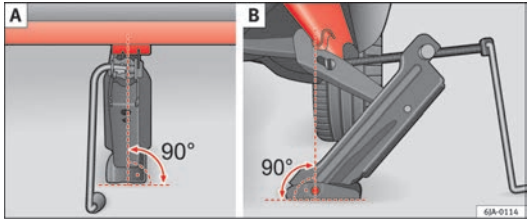

Fig. 140 Fitting the jack
– Adjust the jack so that its claw surrounds the jacking point on the door sill ⇒ Fig. 140 - B underneath the stamp on the door sill.
– Make sure that the base of the jack is entirely supported on a flat surface and that it is vertical ⇒ Fig. 140 to the point where the claw surrounds the jacking point on the door sill.